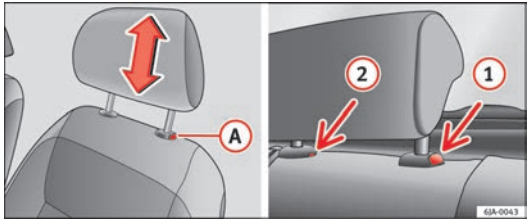

Fig. 72 Head restraints: adjusting/removing head restraints ▶
– To lower the hear restraint, press button (A) ⇒ Fig. 72 while pushing the head restraint downwards.
– Press catch (A) ⇒ Fig. 72 and remove the head restraint.
– Press catch (1) ⇒ Fig. 72 while pressing on the catch in hole (2) with a max. 5 mm flat-headed screwdriver and remove the head restraint.